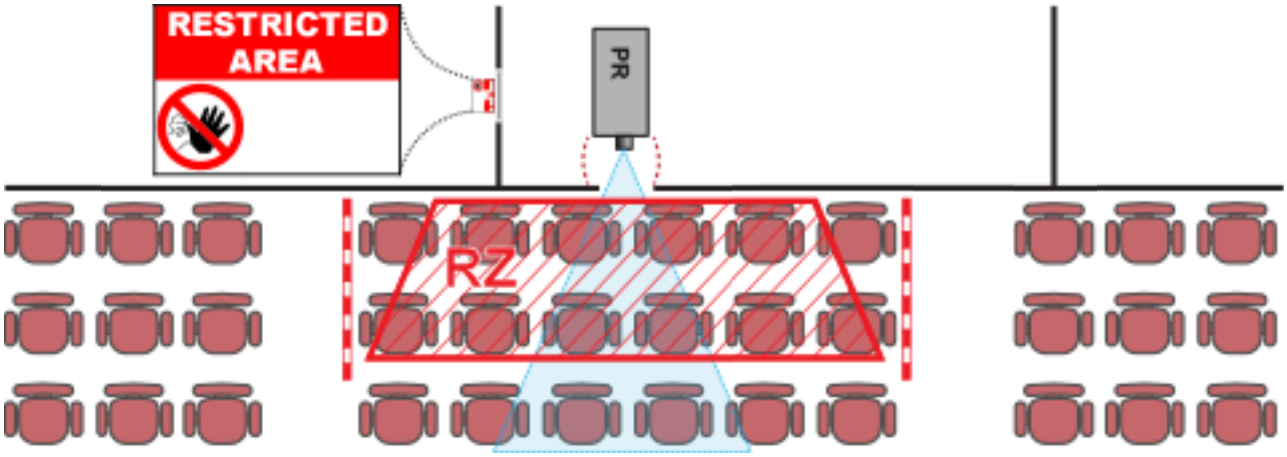

Abbildung 1–3
Abbildung 1–3 zeigt eine typische Einrichtung. Es muss verifiziert werden, dass diese Mindestanforderungen erfüllt sind. Ggf. muss eine Sperrzone (RZ) am Veranstaltungsort eingerichtet werden. Hierzu kann eine physische Absperrung, z. B. ein rotes Seil, wie in Abbildung 1–3 gezeigt verwendet werden.